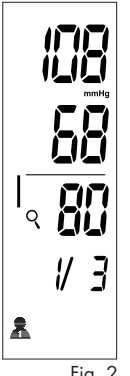

Fig. 2
5. All results for a given measurement will display, including measurement results, pulse rate, Hypertension Indicator and Irregular Heartbeat alert (if applicable). The date/time stamp of the measurement will alternate as well, Fig 2.